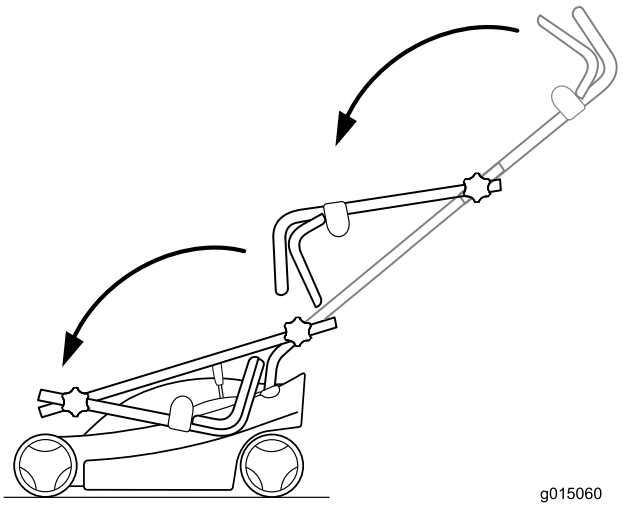
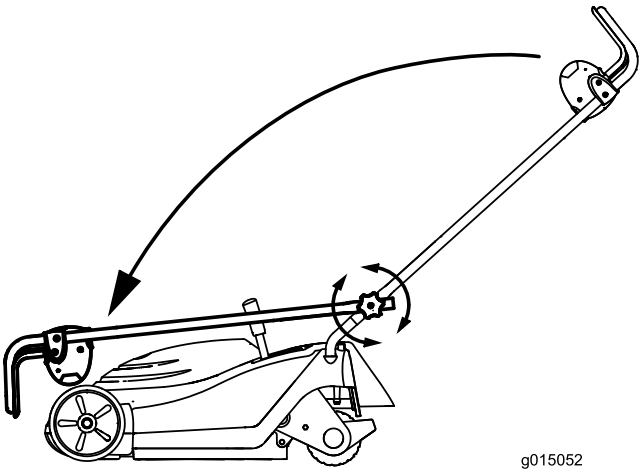

**Figur 20**
**Figur 21**
3. Fäll in handtaget såsom visas i Figur 20 och Figur 21, beroende på vilken modell du har.